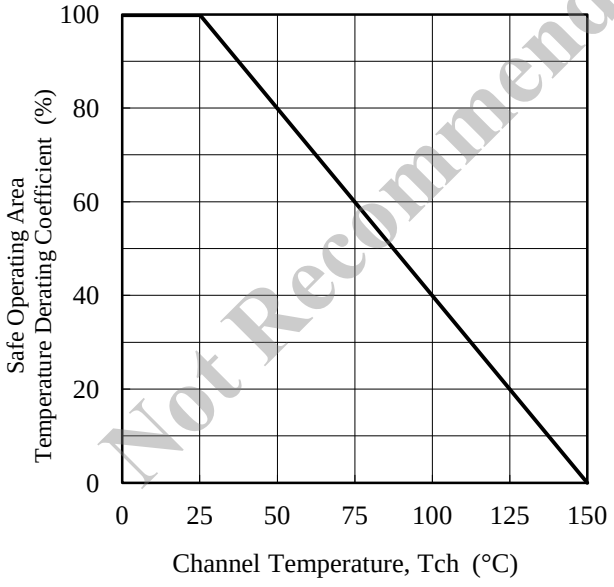
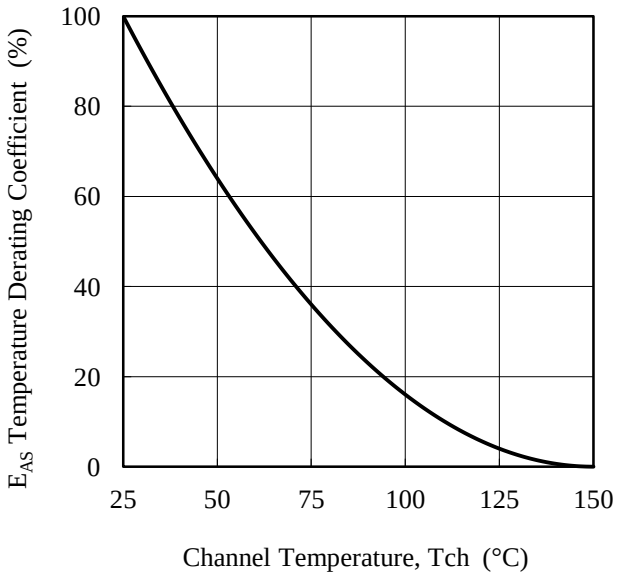

Figure 3-1. SOA Temperature Derating Coefficient Curve
Figure 3-2. Avalanche Energy Derating Coefficient Curve
(1) See Figure 3-1. SOA Temperature Derating Coefficient Curve
(2) Maximum Switching Current is Drain current that is limited by the $V_{GS(th)}$ of internal power MOSFET and the gate drive voltage of internal control IC setting. T_A = −20 to 125 °C
(3) STR-A61×× : V_{1-3} = 0.86 V, STR-A61××M/E : V_{1-3} = 1.28 V
(4) See Figure 3-2. Avalanche Energy Derating Coefficient Curve
(5) Single pulse, V_{DD} = 99 V, L = 20 mH
(6) See Section 3.3 Ta-P_{D1} curve
(7) When embedding this hybrid IC onto the printed circuit board (cupper area in a 15 mm × 15 mm)
(8) See Section 3.4 Ta-P_{D2} curve
- When the IC is used, the safe operating area curve should be multiplied by the temperature derating coefficient derived from Figure 3-1.